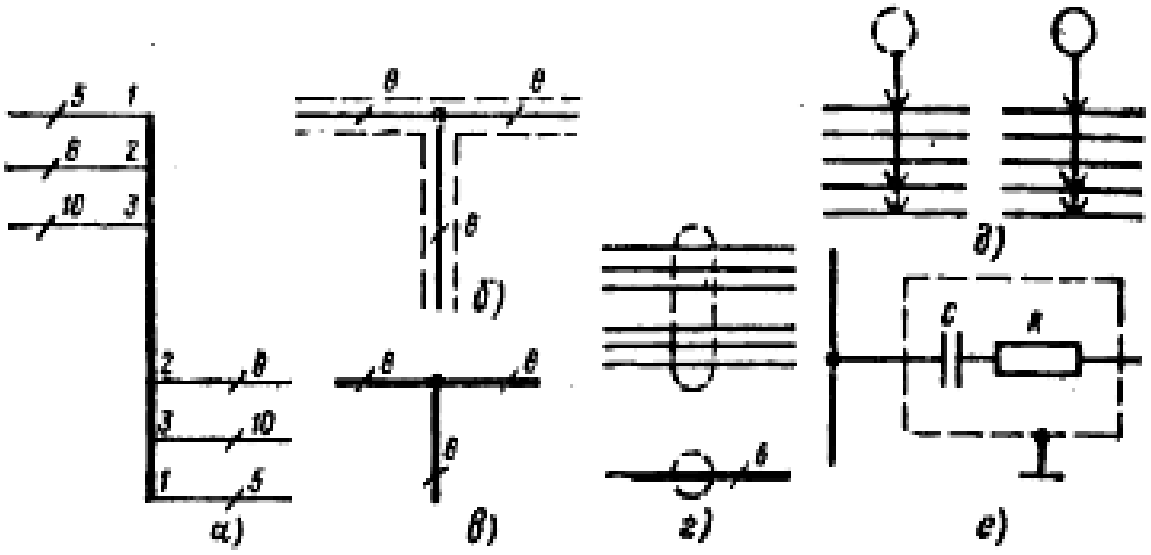

Рис. 3.12. Слияние и разветвление линий электрической связи, кабели и экранирование
3.1. В каком порядке чередуются на рис. 3.12, *а* группы *1*, *2*, *3* слияния и после разветвления, сколько линий входит в группу *3*?
3.2. Чем различаются обозначения на рис. 3.12, *б* и *в*?
3.3. Что изображено на рис. 3.12, *г*?
3.4. Чем различаются левое и правое обозначения на рис. 3.12,
3.5. Объясните, что изображено на рис. 3.12, *е*.